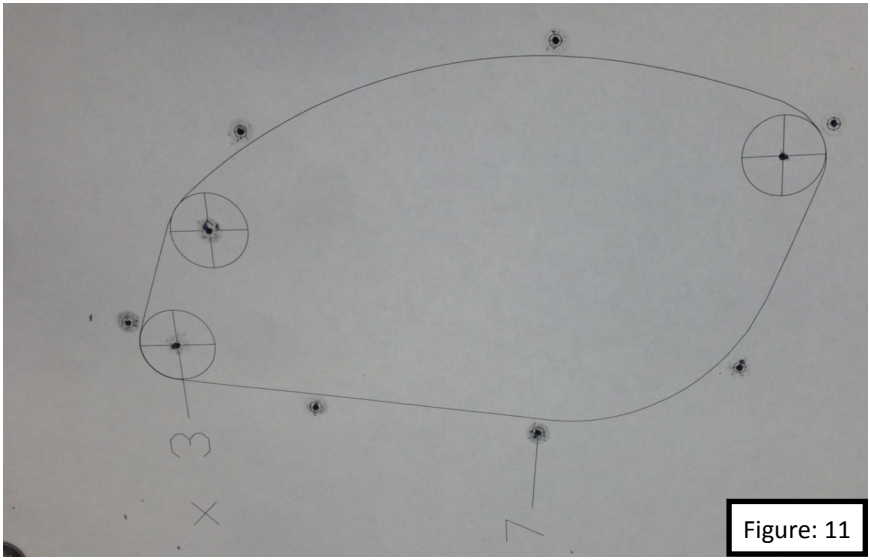

Figure: 11
14. Use the 1/16” drill bit to create a pilot hole for all of the center punched holes. Figure: 11